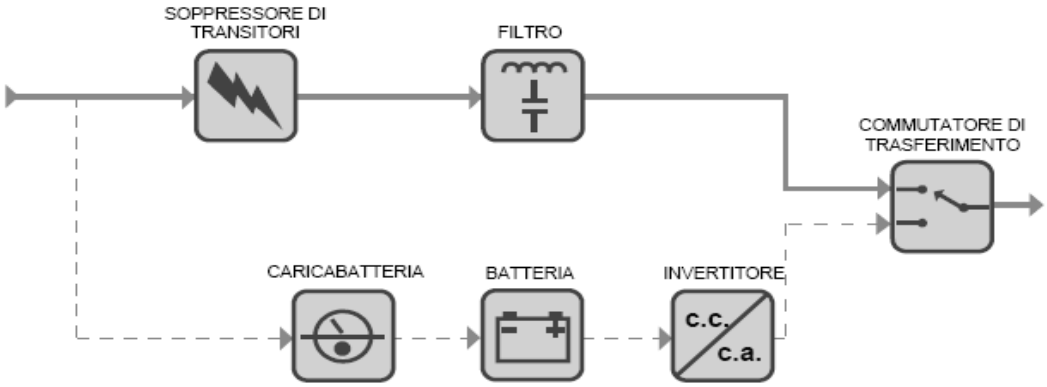

Fig. 6
a) *Le configurazioni Standby* (Fig.6) sono il tipo più comune utilizzato per i personal computer. Questo sistema ha una efficienza elevata, dimensioni contenute e costi bassi. Inoltre se dotati di circuiti di filtraggio e protezione hanno una discreta capacità di attenuare il rumore e sopprimere le sovracorrenti e le sovratensioni. In questo sistema se la sorgente di alimentazione viene meno il commutatore di trasferimento (linea continua) interviene commutando il carico sull'alimentazione di emergenza fornita dal sottosistema batteria / invertitore (linea tratteggiata). L'invertitore entra in funzione (da cui il nome Standby) solo se non c'e alimentazione proveniente dalla rete.